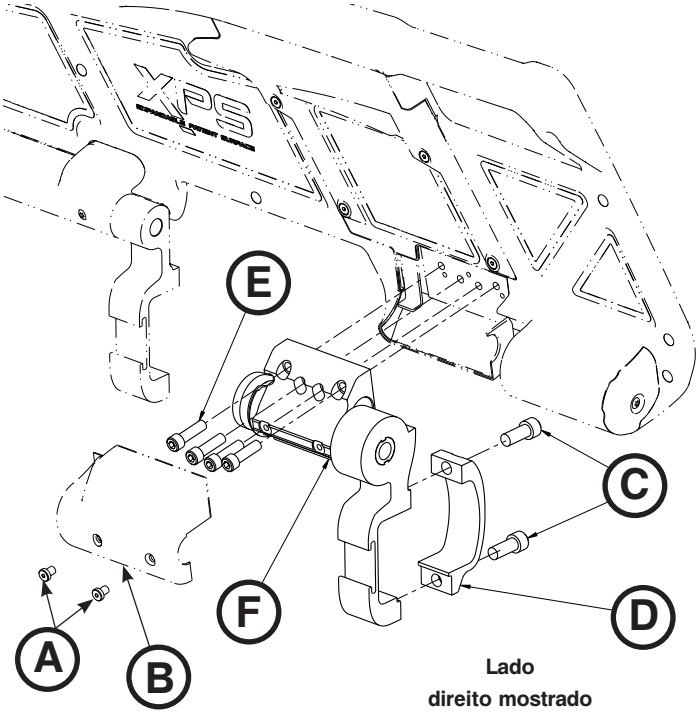

Figura 83
3. Com uma chave sextavada de 3/32”, retirar os dois parafusos (A) que fixam a cobertura do roquete (B) ao conjunto de roquete. Remover a cobertura (Figura 83).
4. Com uma chave sextavada de 1/4”, remover os parafusos sextavados interiores (C) que fixam o grampo da calha lateral (D) ao conjunto de roquete no lado dos pés do conjunto principal (Figura 83). Durante a instalação, apertar ambos os parafusos novos a 29,8 Nm ± 4,4 Nm (22 ± 3,3 pés-lb).
5. Utilizando uma chave sextavada de 3/16”, remover os quatro parafusos (E) que fixam o conjunto de roquete (F) ao conjunto do revestimento e eliminar e, em seguida, remover o conjunto de roquete (Figura 83). Durante a instalação, apertar os quatro parafusos novos a 12,8 ± 2,03 Nm (9,5 ± 1,5 pés-lb).